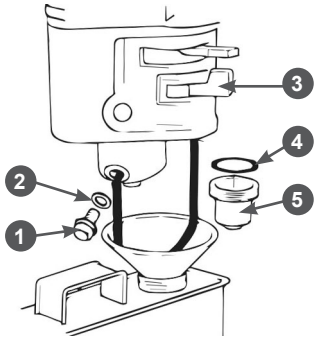

Рис. 22 Обслуживание фильтра-отстойника
1. Установите рычаг топливного крана 3 (Рис. 22) в положение «ЗАКРЫТО».
3. Открутите болт 1 сливного отверстия и слейте топливо из поплавковой камеры карбюратора (Рис. 22).
4. Открутите стакан отстойника 5, вылейте из него топливо в заранее подготовленную емкость (Рис. 22).
1. Слейте топливо из топливного бака и карбюратора (Рис. 22).